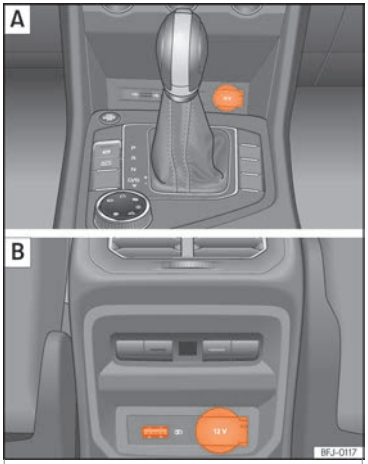
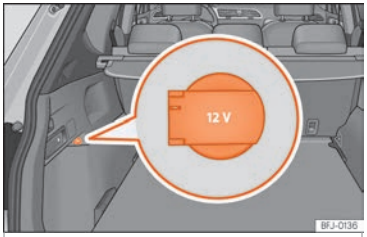

Fig. 183 A Consola central: toma de corriente de 12 voltios delantera. B Parte posterior de la consola central: tomas de corriente USB y de 12 voltios.
Fig. 184 Detalle del revestimiento lateral del maletero: toma de corriente de 12 voltios.
– Eleve la tapa de la toma de corriente ››› fig. 183, ››› fig. 184.
Estas entradas USB se encuentran en la parte posterior de la consola, entre los asientos anteriores ››› fig. 183 B. Estos conectores pueden trabajar a una potencia máxima de hasta 10,5 W por puerto.